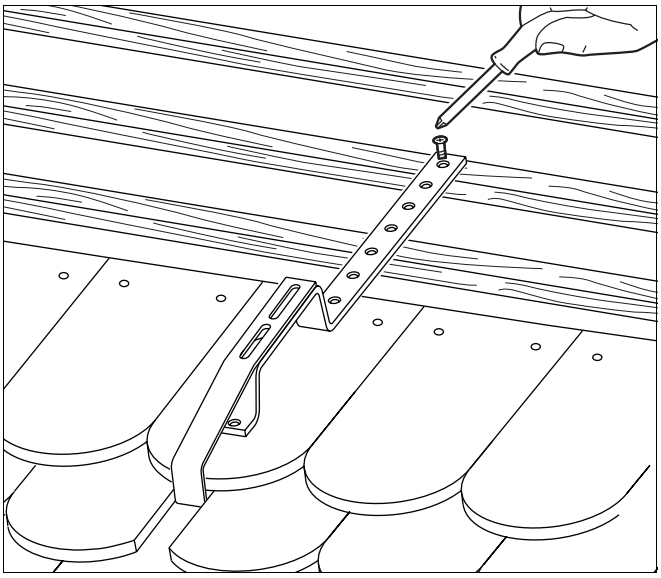

Afb. 33 Specifieke dakhaken monteren
- Monteer de specifieke dakhaken (afb. 33) met de bijgeleverde schroeven.